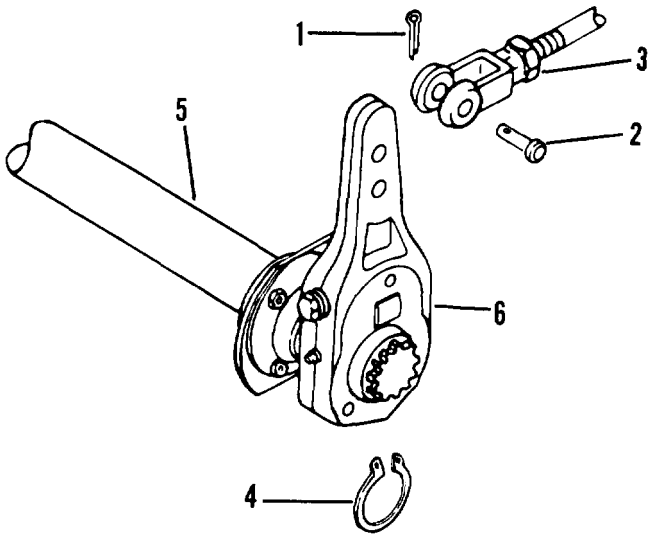

Figure 4-27. Slack adjuster
(1) Remove cotter pin (1, figure 4-27) and clevis pin (2). Remove clevis (3) from slack adjuster (6).
(2) Remove retaining ring (4) from end of camshaft (5).
(3) Using hammer and suitable drift, tap slack adjuster (6) lightly until it comes off camshaft (5).
(1) Clean splines of camshaft (5, figure 4-27).
(2) Place slack adjuster (6) in position on camshaft and tap in place using a hammer.
(3) Install retaining ring (4).
(4) Install clevis (3), clevis pin (2) and cotter pin (1).
(5) Adjust slack adjuster (para 4-30).
(6) Close drain cocks (para. 3-9).